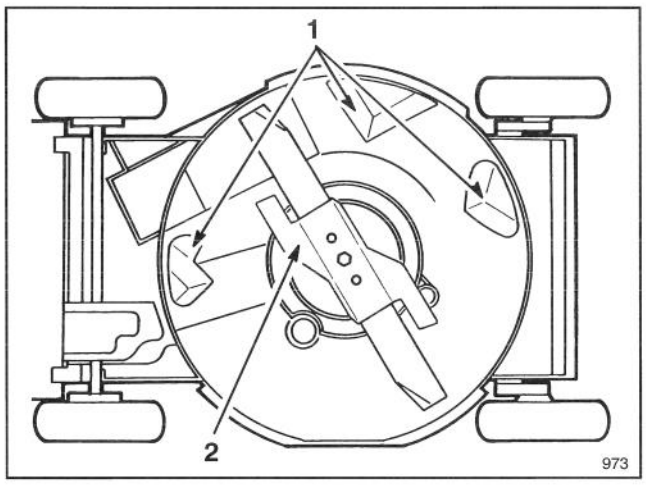

Figure 8
A. A special blade and accelerator (Fig. 8)
B. Three "kicker plates" positioned on the underside of the mower deck in strategic positions (Fig. 8)